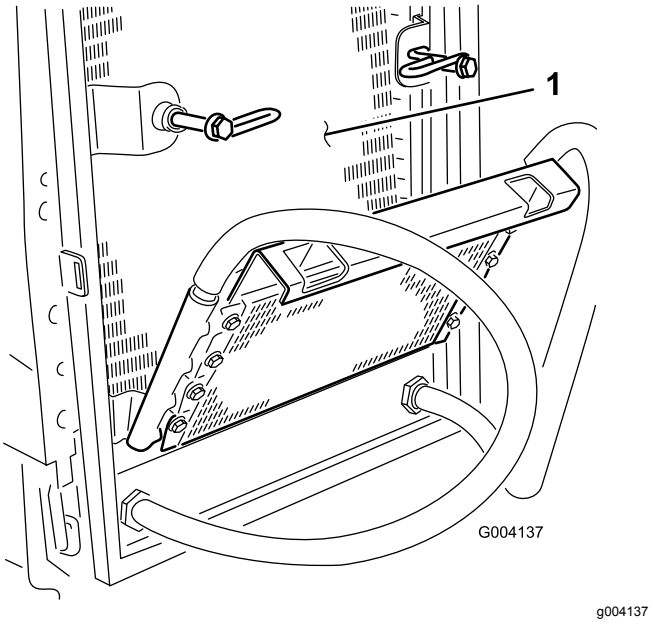

Figuur 53
7. Reinig de radiateur met perslucht met lage druk (3,45 bar). Doe dit vanaf de ventilatorzijde van de radiator (geen water gebruiken). Reinig vervolgens de voorkant van de radiateur en doe dit ook vanaf de ventilatorzijde. Maak beide kanten van de oliekoeler grondig schoon. Nadat u de radiateur en oliekoelers grondig hebt schoongemaakt, dient u met perslucht het vuil te verwijderen dat zich kan hebben opgestapeld op andere onderdelen van de machine (Figuur 53).